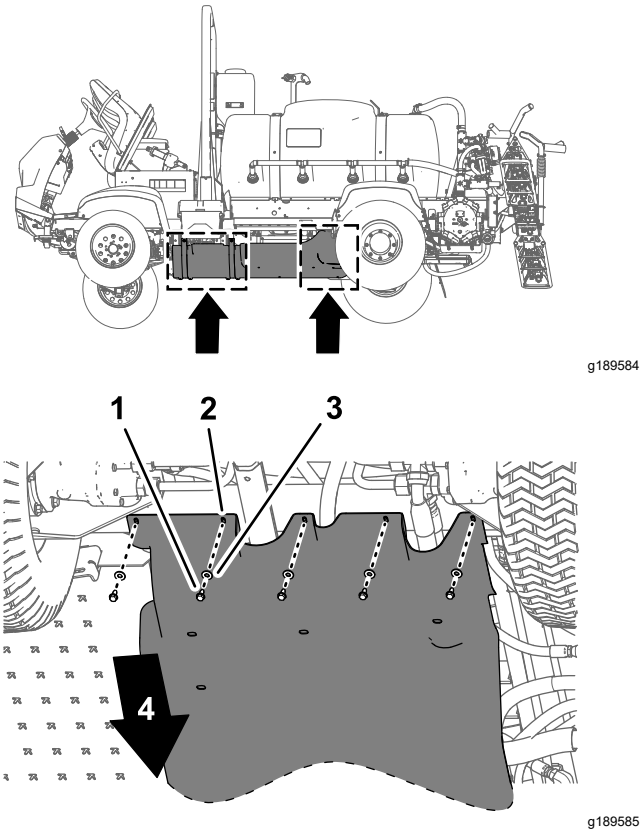
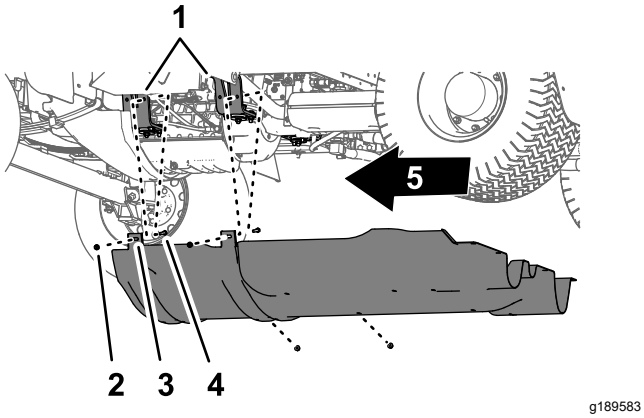

**Figur 67**
**Figur 68**
1. Ta bort de fem flänsskruvar (5/16 x ⅞ tum) och de fem brickor (5/16 tum) som fäster den bakre delen av underredshöljet vid maskinchassit (Figur 67).
2. Ta bort de fyra flänslåsmuttrarna (5/16 tum) från skruvarna och vagnsskruven som fäster monteringstapparna för underredshöljet på maskinens motormonteringsfästen (Figur 68).
4. Ta bort underredshöljet från maskinen (Figur 67 och Figur 68).
1. Rikta in underredshöljet mot maskinens nedre chassi enligt Figur 68 i Ta bort underredshöljet (sida 52).
2. Flytta underredshöljets monteringstappar över skruvarna och vagnsskruven som sitter vid motorns monteringsfästen. Se Figur 68 i Ta bort underredshöljet (sida 52).
3. Montera underredshöljet på motormonteringsfästena och skruvarna (Figur 68) med de fyra flänslåsmuttrarna (5/16 tum) som du tog bort i steg 2 i Ta bort underredshöljet (sida 52).
4. Rikta in hålen i den bakre delen av underredshöljet mot hålen i chassit. Se Figur 67 i Ta bort underredshöljet (sida 52).
5. Montera den bakre delen av underredshöljet på chassit (Figur 67) med de fem flänsskruvarna (5/16 x ⅞ tum) och fem brickorna (5/16 tum) som du tog bort i steg 1 av Ta bort underredshöljet (sida 52).